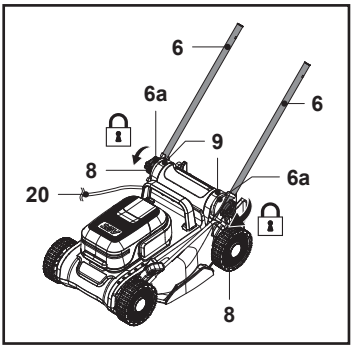

Fig. 2
3. Alinhe a placa seletora (6a) com o suporte da pega (9) e, em seguida, fixe o guiador inferior (6) apertando o botão de bloqueio (8) (Fig. 2).